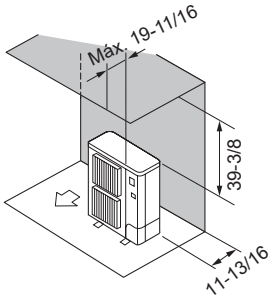

Fig. 2-6
② Obstáculos en la parte trasera y superior (Fig. 2-6)